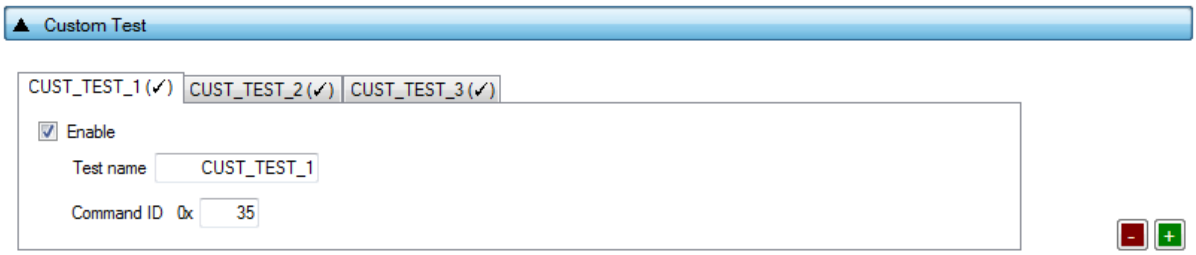

**Figure 65: Custom Test - DA14531**
*Custom Tests* can have multiple instances with different settings. Tests can be added and removed using the two buttons (e.g. - and + in Figure 65) at the bottom right side of each panel.